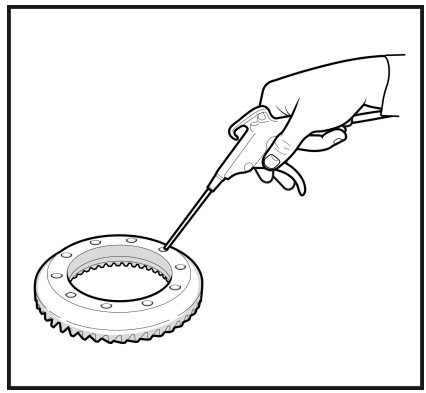

Рис. 15
2.4 Продуйте сжатым воздухом посадочную поверхность, а также резьбовые отверстия ведомой шестерни. (**Рис. 15**)